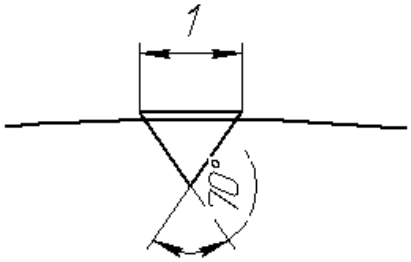

Рис. 13
- Скопируйте этот элемент по окружности (рис. 13). **Инструменты эскиза – Изменения геометрии – Копия по окружности.** В настройках установите: **количество копий – 110**, Укажите центр окружности.